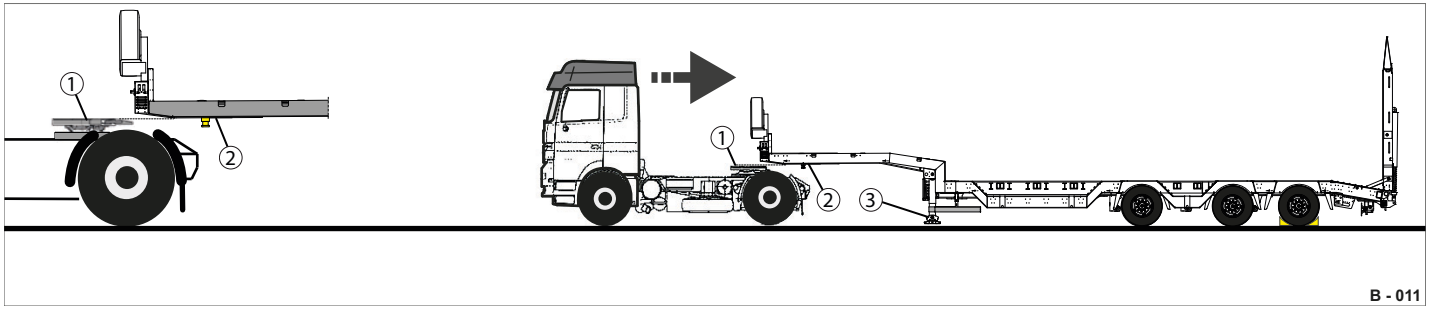

Abb. 16 Aufsatteln
▶ Fahren Sie die Zugmaschine gerade an den Anhänger so dicht heran, dass die Sattelkupplungsplatte (Abb. 16/1) sich noch vor der Sattel-Aufgleitplatte (Abb. 16/2) befindet.
▶ Stellen Sie mittels Sattelstützen (Abb. 16/3) oder per Luftfederung der Zugmaschine die Höhe so ein, dass die Sattel-Aufgleitplatte (Abb. 16/2) höhengleich oder etwas tiefer (höchstens 50 mm) als die Sattelkupplungsplatte (Abb. 16/1) liegt.